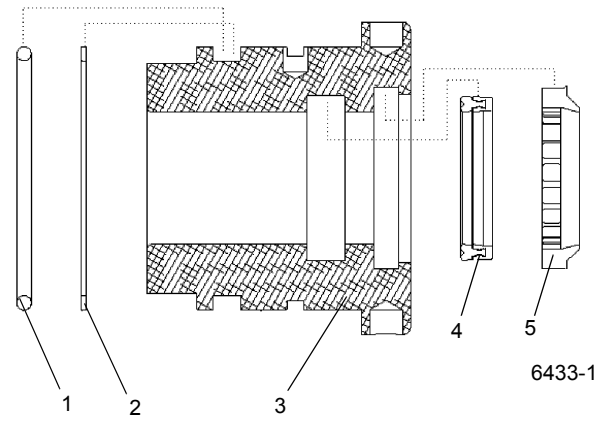

FIGURA 2-50
- **d.** De ser posible, se deberá dejar que el conjunto de la cabeza/sello repose por no menos de una hora para permitir que los sellos se restauren elásticamente (Figura 2-50).